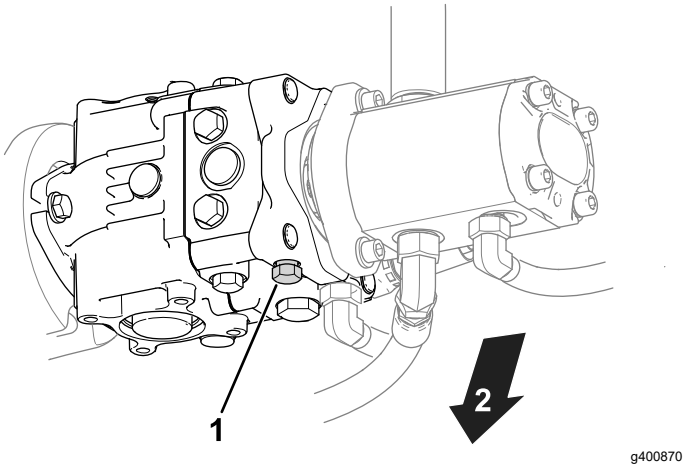

Figur 27
1. Find omløbsventilen på pumpen (Figur 27).